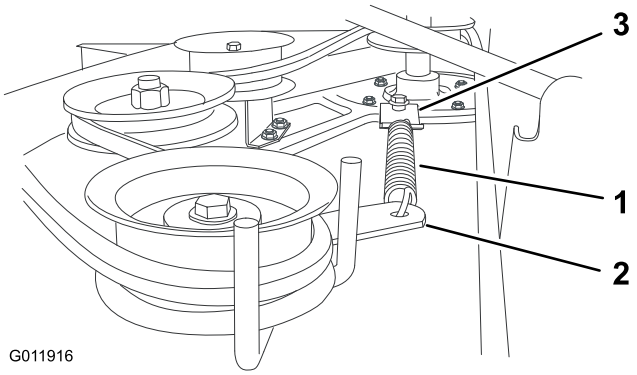

Figura 18
8. Sganciate la molla del braccio della puleggia tendicinghia dalla staffa presente sul tosaerba (Figura 18).